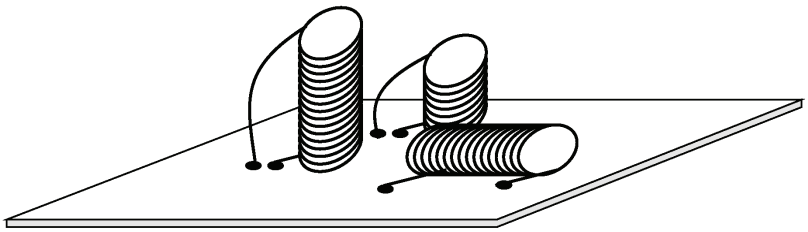

Bild 55: Schematische Anordnung der magnetischen Komponenten des Leistungsteils
Sie arbeiten als Ingenieur in der Entwicklungsabteilung eines Unternehmens, das getaktete Stromversorgungen herstellt. Der Leistungsteil einer Ihrer Neuentwicklungen enthält mehrere Transformatoren und Drosseln. In Bild 55 ist ihre Anordnung schematisch dargestellt.
a) Bei der gegebenen Anordnung der magnetischen Bauteile ist es möglich, die Signalelektronik ohne Verwendung von Abschirmungen vor unerwünschter magnetischer Beeinflussung zu bewahren. Überlegen Sie sich, wie Sie die Leiterplatte mit der Signalelektronik anordnen müssen, um sie von den Drosseln und Transformatoren des Leistungsteils magnetisch zu entkoppeln. Zeichnen Sie Ihre Lösung in Bild 55 ein.